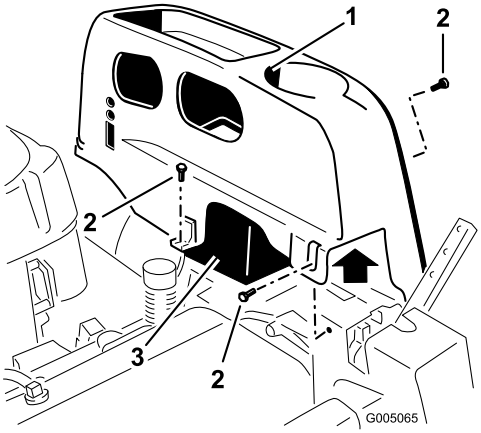

Bild 27
2. Nehmen Sie die TORX® Kopfschrauben (T25) ab, mit denen die linke Abdeckung am Rahmen befestigt ist, wie in Bild 27 dargestellt.